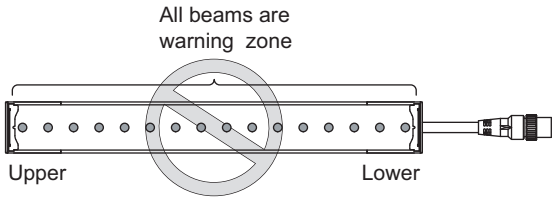

Figure 4
•All beams are configured as a warning zone (figure 4).